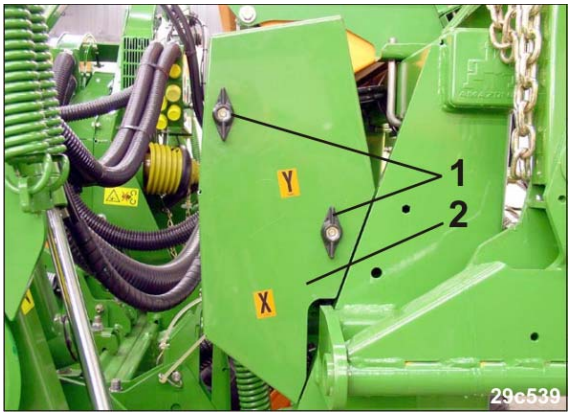

Fig. 165
2. Flügelmuttern (Fig. 165/1) lösen.
3. Schutzblech (Fig. 165/2) entfernen.
9. Schutzblech (Fig. 165/2) montieren.